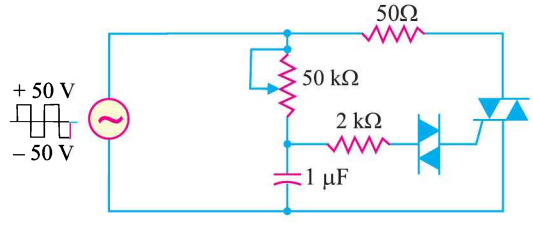

Fig. 21.35
7. If the triac of Fig. 21.35 has1V across it when it is conducting, what is the maximum current through the 50Ω ? **[0.98 A]**